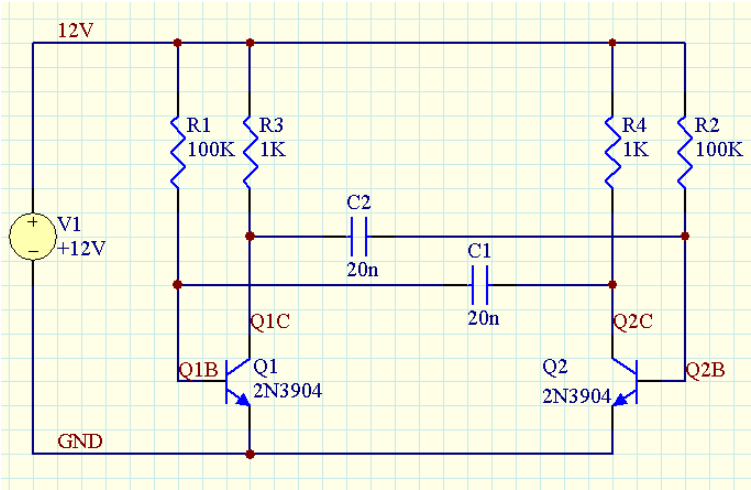

図 9. シミュレーションの準備が完了した回路図
7. 12V と GND ワイヤの先端を同じ方法でもう一度移動し、図 9 のように電圧ソースに配線します(図 9 はシミュレーションの準備が完了した回路図)。
2. カーソルを Q1 のベース側から出ているワイヤ上に置きます。ネットラベルの配置については、図 9 を参照してください。左クリックするか **ENTER** キーを押すと、ワイヤにネットラベルが配置されます。